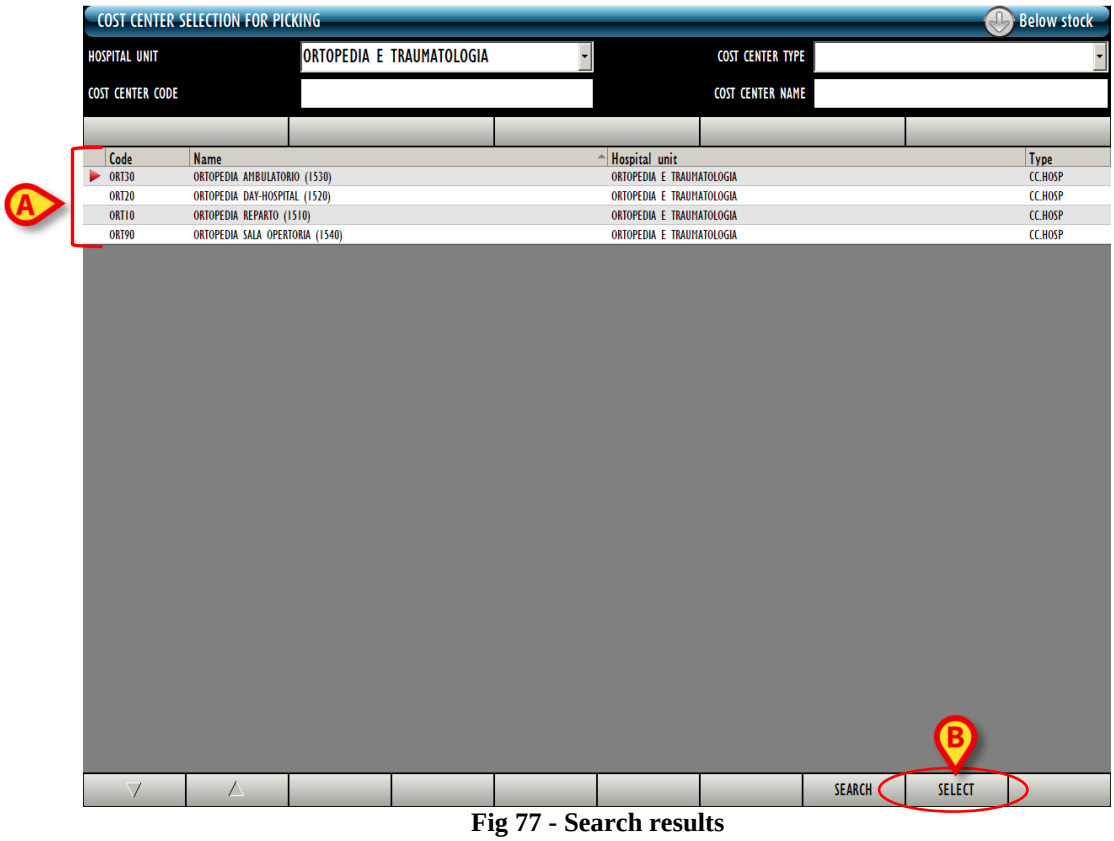

Fig 77 - Search results
The list of cost centers having the features specified will be displayed on screen (Fig 77 **A**).
- Click the **Select** button on the command bar (Fig 77 **B**).